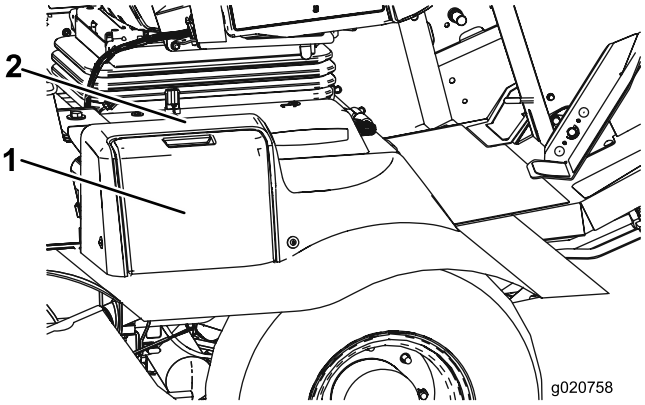

Figur 53
1. Öppna batterikåpan på sidan av höljet (Figur 53).
Obs: Tryck ned den plana ytan ovanför batterikåpan för att göra det enklare att ta bort kåpan (Figur 53).